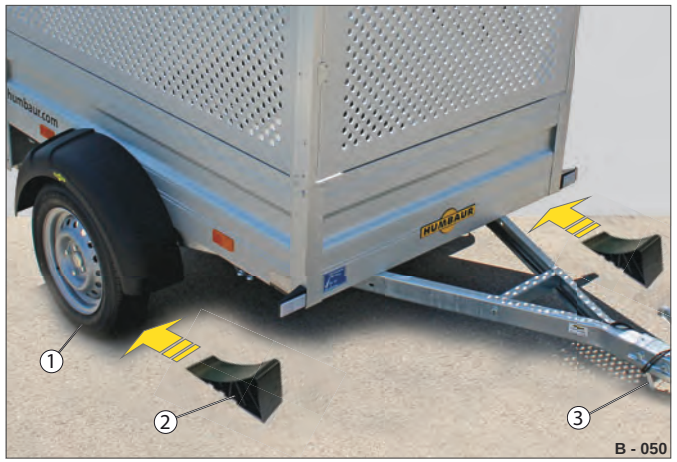

Fig. 95 Anhænger henstillet
▶ Sørg for at sikre anhængeren med stopklodser (Fig. 95 /2), så den ikke kan sætte sig i bevægelse - se side 58.